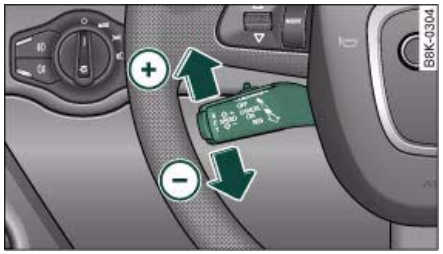

Fig. 140 Control lever for: Setting a new speed
– **Briefly** move the control lever up towards (+) ⇒ fig. 140. The speed will be incremented by one graduation on the scale in the speedometer.